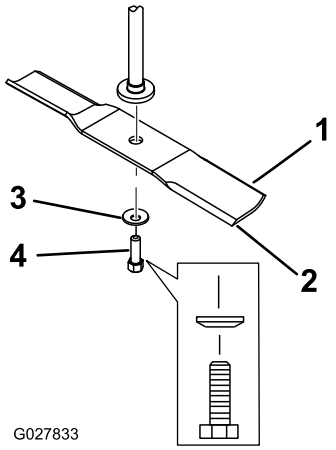

Figuur 64
2. Verwijder de mesbout, de klemring en het mes van de spilas (Figuur 64).
1. Monteer het mes op de as (Figuur 64).
2. Monteer de klemring (holle kant naar het mes toe) en de mesbout (Figuur 64).